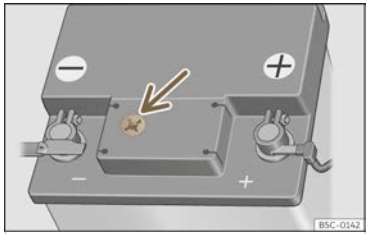

Fig. 238 Sight glass on the top of the 12 volt battery (schematic representation).
- Check the colour display in the sight glass on the top of the battery ››› **Fig. 238**.